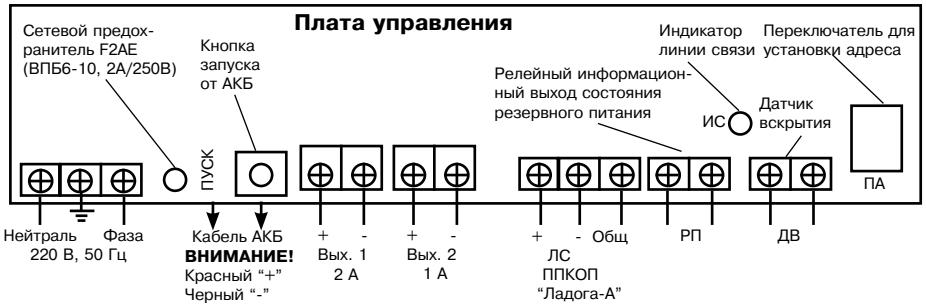

Рис. 9.3
Подключение БП-А производится в соответствии со схемой, приведенной на рис. 9.3.
- подключить к клеммной колодке “˜220 В” соединительные провода сети переменного тока 220 В (фаза, нейтраль см. рис. 9.3);
БП-А включается автоматически только при подаче сетевого питания. Подключение АКБ не приводит к автоматическому включению БП-А. При питании только от АКБ включение БП-А производится однократным нажатием на кнопку “ПУСК”, расположенной на плате управления (рис. 9.3). Данный режим работы БП-А можно использовать при пуско-наладочных работах без подключения к сети питания.
При открытой крышке БП-А доступен для наблюдения индикатор ЛС "ИС" (рис. 9.3), который при наличии связи с БЦ-А находится в состоянии прерывистотго свечения, а при ее отсутствии - погашен.